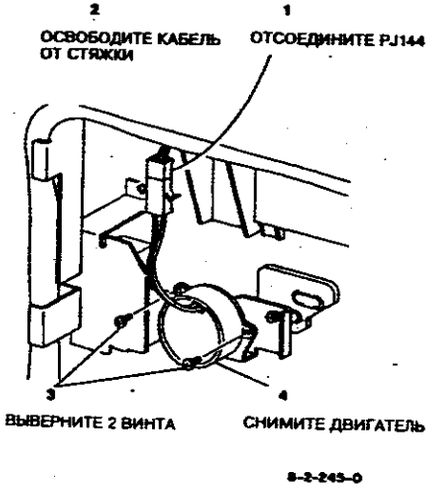

**Рисунок 1. Снятие двигателя подачи цветного тонера**
3. (Рисунок 1) Снимите двигатель подачи цветного тонера.